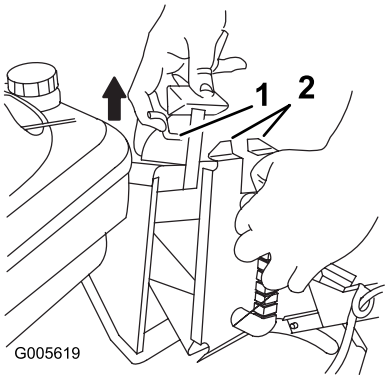

Figur 23
3. Løft dørlåsen på dørhåndtaget og skub det øverste af proppen helt ind, samtidig med at du flytter dørhåndtaget bagud (Figur 23).
4. Løsn dørlåsen, så den kommer i indgreb med tapperne på proppen (Figur 23).